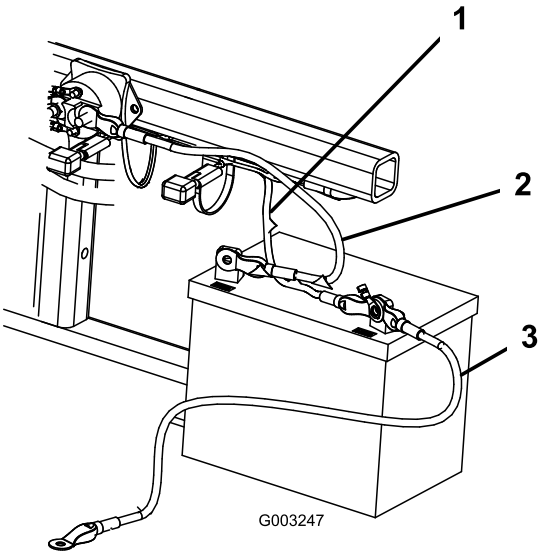

Figur 5
2. Fastgør det positive kabel (rød) til den positive (+) pol med en bolt og låsemåtrik på 1/4-20 x 5/8 tommer (Figur 5).
3. Fastgør den lille, sorte ledning og det negative kabel (sort) til den negative (-) batteripol med en bolt (1/4 x 5/8 tomme) og låsemøtrik (1/4 tomme) (Figur 5).